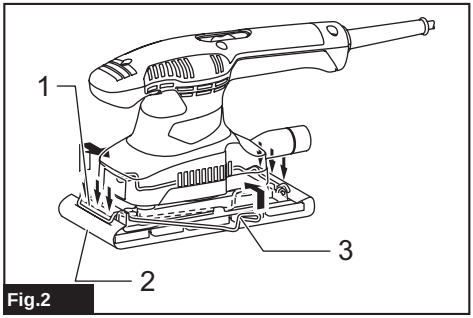

Fig.2
► **Fig.2: 1.** Clamping part **2.** Abrasive paper **3.** Clamp lever